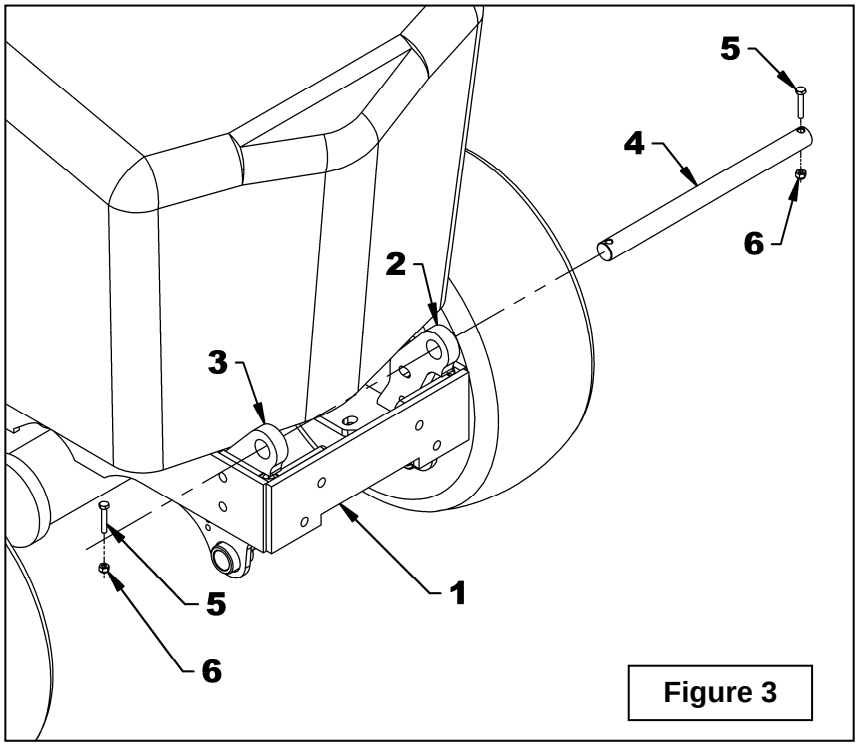

Figure 3
6. Gather items 4 to 6 listed in the table of figure 3.
7. **Figure 3:** Insert the Ø1" x 13 3/4" lg. pin (item 4) inside the supports (items 2-3) and secure with two 1/4"NC x 1 1/2" lg. hex bolts (item 5) and two1/4"NC nylon insert nuts (item 6).